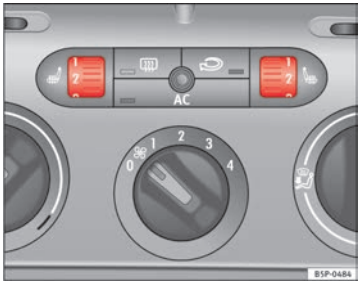

Fig. 95 Thumb wheel for the front seat heating
– Turn the appropriate thumb wheel ⇒ Fig. 95 to switch on the seat heating. The seat heating is switched off in the **0** position.